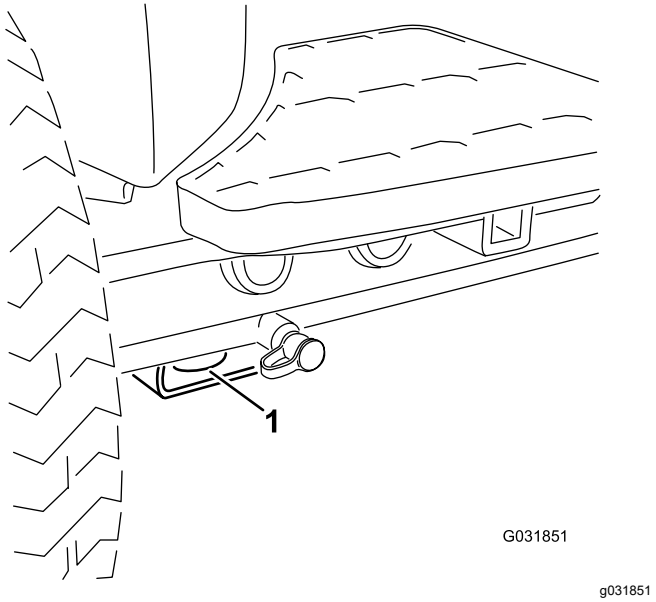

Figuur 69
- Voor – de opening in het rechthoekige blok, onder de asbuis, aan de binnenzijde van beide voorwielen (Figuur 69)